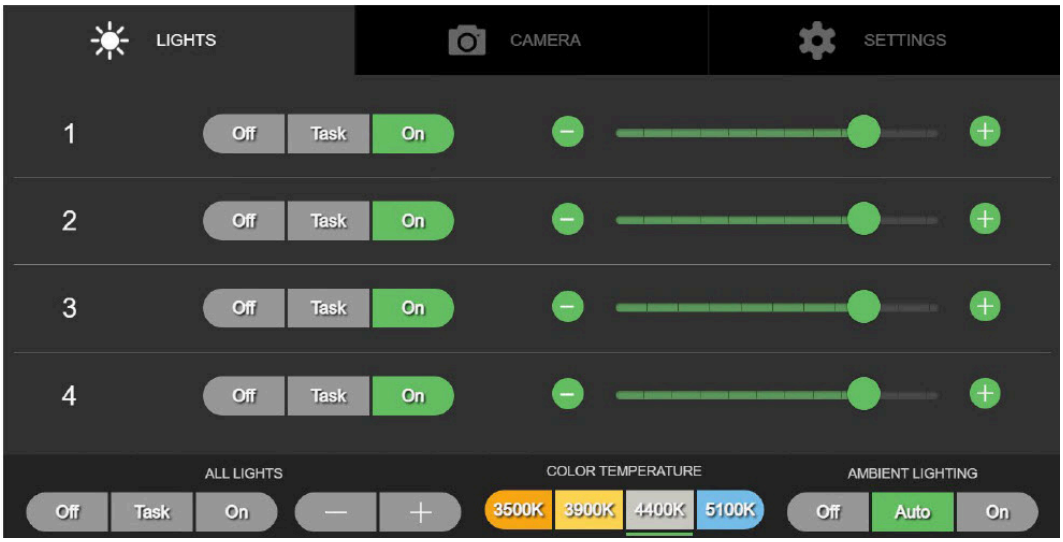

Figure 6-46. Ambiant Lighting (Lumière d'ambiance)
1. Appuyez sur LIGHTS (Éclairages) sur l'Integrated Wall Control (IWC). Voir *Figure 6-46*.